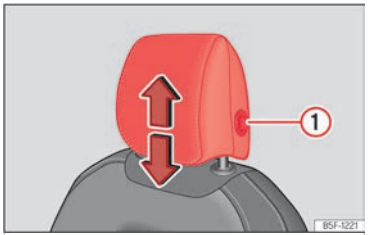
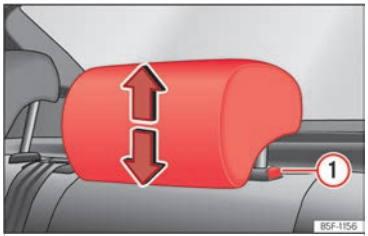

Fig. 97 Asiento delantero: regulación del apoyacabezas.
Fig. 98 Apoyacabezas trasero: regulación del apoyacabezas.
la misma acción, pulsando el botón lateral ① ››› fig. 97 , ››› fig. 98.